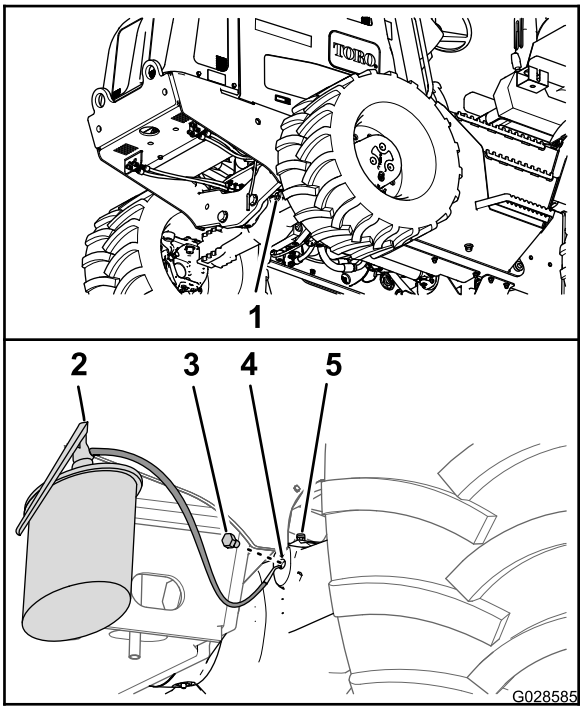
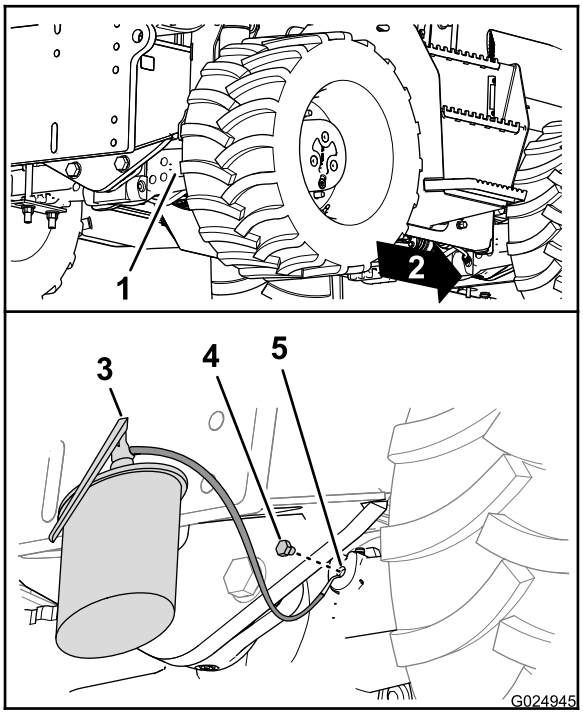

Figure 89
Figure 90
5. Install the drain plugs into the drain ports at the pinion housings (Figure 89 and Figure 90).
6. Fill the axles with the specified oil through the sight port until the oil is level with the threads at the bottom of the port (Figure 89 and Figure 90).
8. Install the fill plugs into the sight ports of the pinion housings for the axles (Figure 89 and Figure 90).